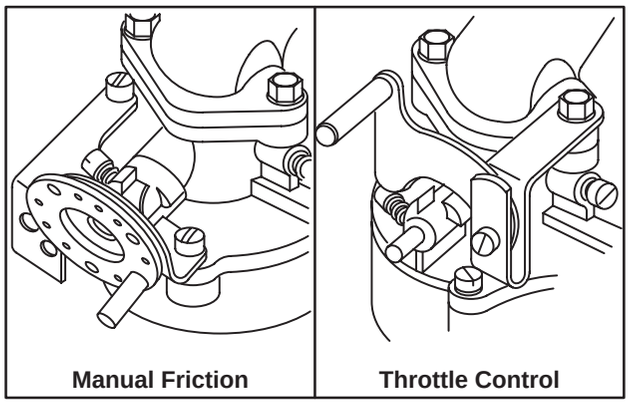

Fig. 282 – IDLING DEVICE AND THROTTLE CONTROL
2. For cold weather starting on governed idle engines. Throttle can easily be kept in a "near closed" position, while starting, which is most favorable for cold weather starts, Fig. 282.